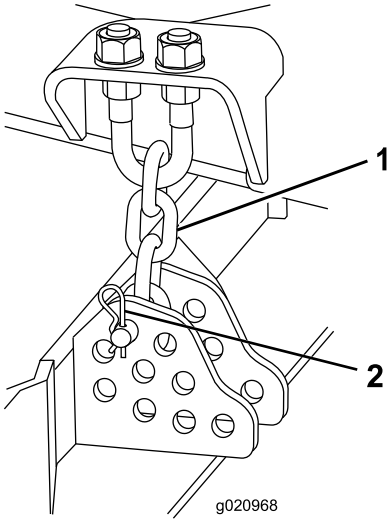

Figuur 16
9. Verwijder de R-pen en de gaffelpen waarmee de maaihoogtekettingen zijn bevestigd aan de achterkant van het maaidek (Figuur 16).